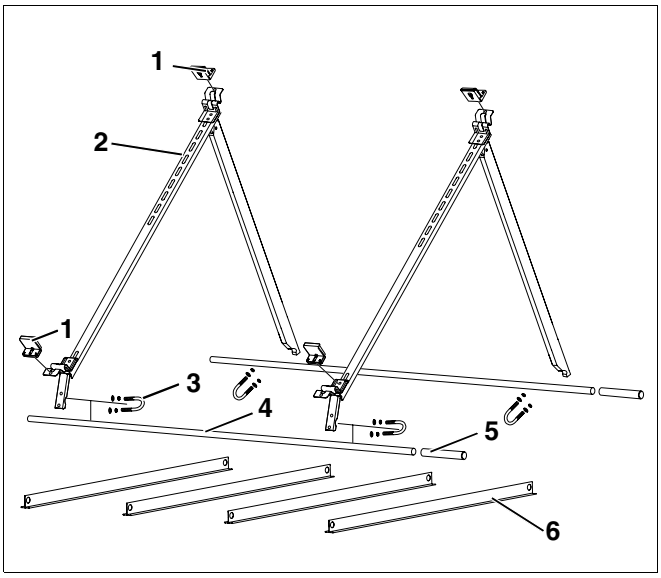

Afb. 3 Montageset voor plat dak, bv. horizontale set
Voor elke collector heeft u een montageset voor plat dak nodig (afb. 3).
4.2.1 Montageset voor plat dak (per collector) – afb. 3